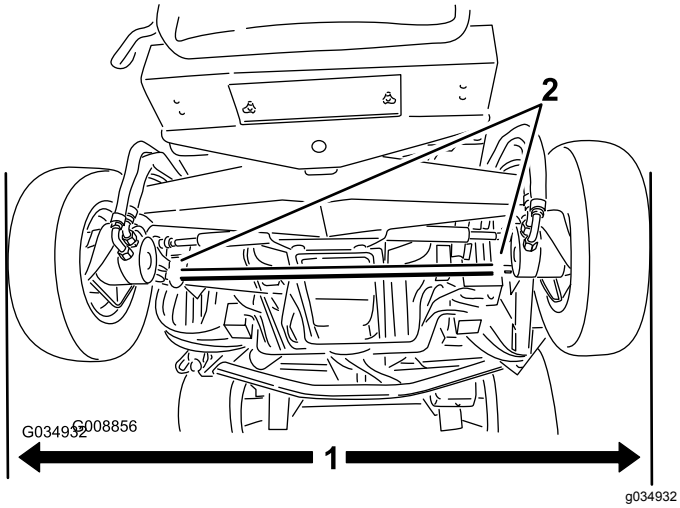

**Figur 118**
1. Ret bagdækkene ud i en lige position, mål den udvendige afstand (i akselhøjde) forrest og bagest på bagdækkene (Figur 118).
2. Juster spidsningen ved at løsne klemmerne i hver ende af forbindelsesstængerne (Figur 118).